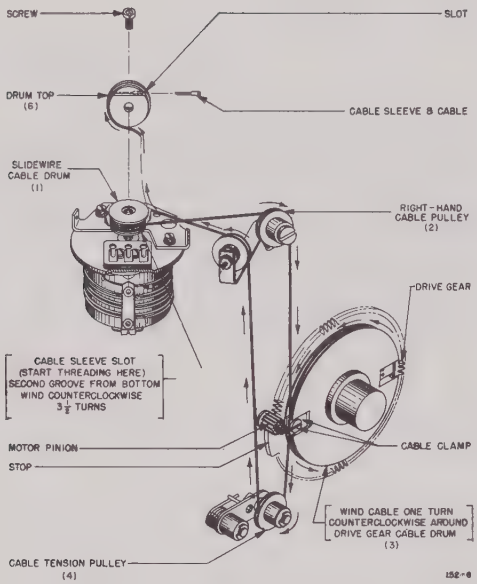

Figure 2. Drive Cable Installation
d. Refer to figure 2. Place one end of the cable in the slot in the bottom of the slidewire cable drum. The cable sleeve should extend toward the rear of the chassis and the cable should extend through the slot toward the front of the chassis.
f. Starting in the second groove from the bottom, wind the cable 3-1/2 times counterclockwise around the slidewire cable drum (1). Then pass the cable around the guide pulley (2) and continue the cable down to the drive gear cable drum (3) and clamp it in place.
g. Wind the cable one turn counterclockwise around the drive gear cable drum. Pass the cable around the cable tension pulley (4), (1/2 turn clockwise) up over the other guide pulley (5), and into the groove of the slidewire cable drum top (6) in a counterclockwise direction.
j. Rotate the cable drum top counterclockwise until the cable tension pulley (4) is halfway between its mechanical stops, then tighten the cable drum screw.